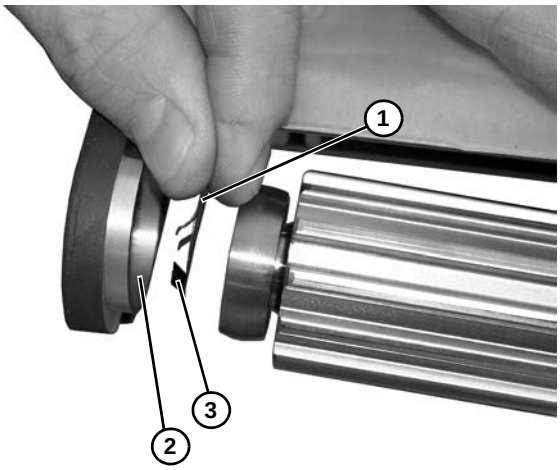

Abbildung 70
2. Federscheibe **(Abbildung 70, Teil 1)** zur Spindelbohrung der Kopfplatte **(Abbildung 70, Teil 2)** auf der gegenüberliegenden Motorantriebsseite hinzufügen, dabei sind die Finger **(Abbildung 70, Teil 3)** Richtung Spindelbohrung der Kopfplatte gerichtet.